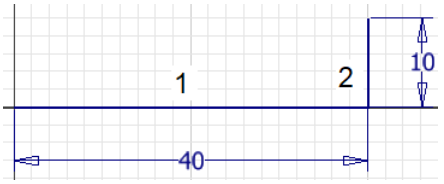

Figure 2-99(b) *Dimensioning the sketch*
5. Draw lines 3, 4, 5, 6, and 7, as shown in Figure 2-99(c). Make sure the lines are horizontal and vertical.